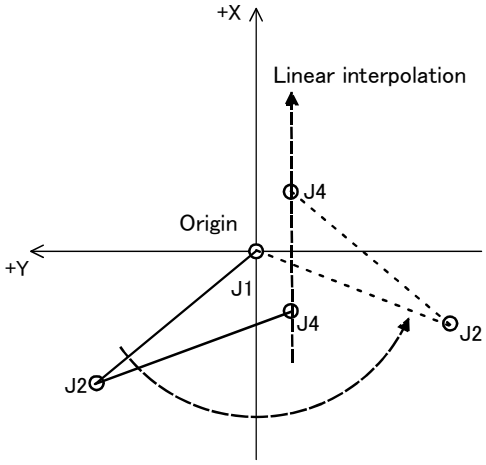

Fig.4-38:Passing through near the origin point
(1) When performing a XYZ interpolation operation while maintaining the speed of the control point, the J1 axis must rotate at a faster speed when passing through a point near the origin point O (one of the robot's singular points) as shown in Fig. 4-38, causing an excessive speed error depending on the specified speed. If SpdOpt On is executed, the speed is adjusted automatically in order to prevent an excessive speed error from occurring.